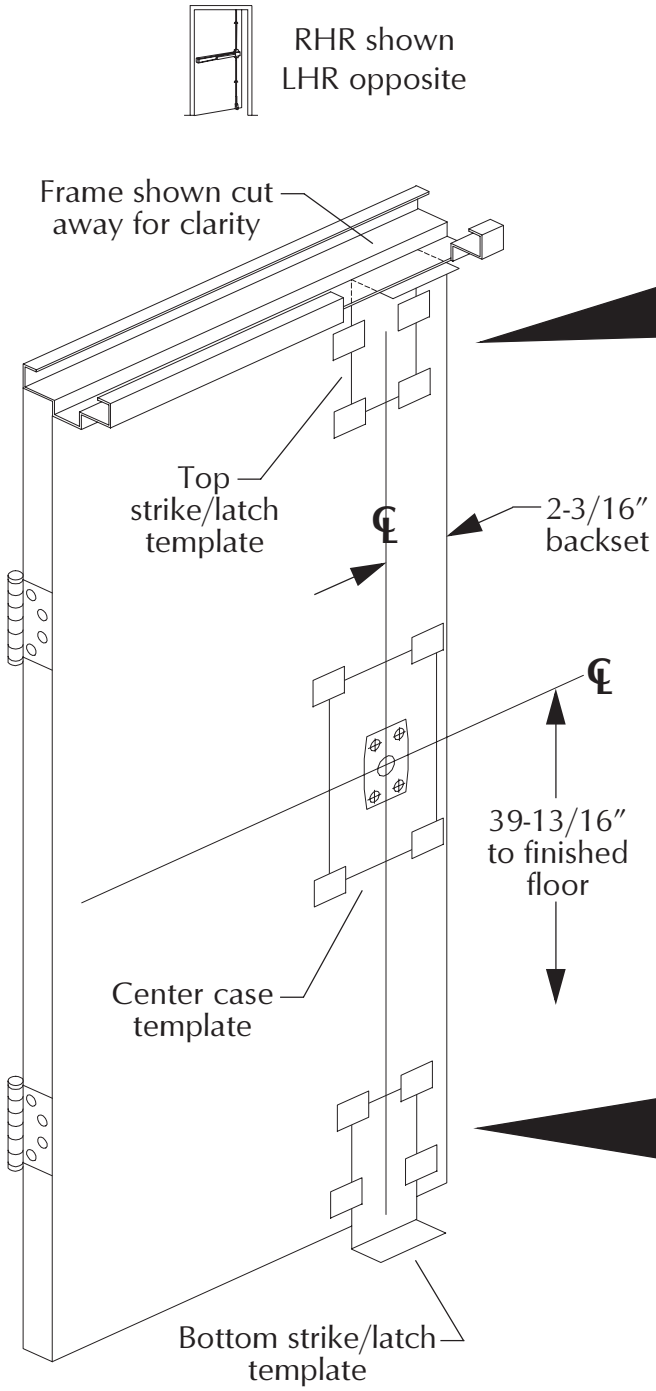

Figure 2-1
2.1. Mark center line locations ℄ as shown (Figure 2-1).